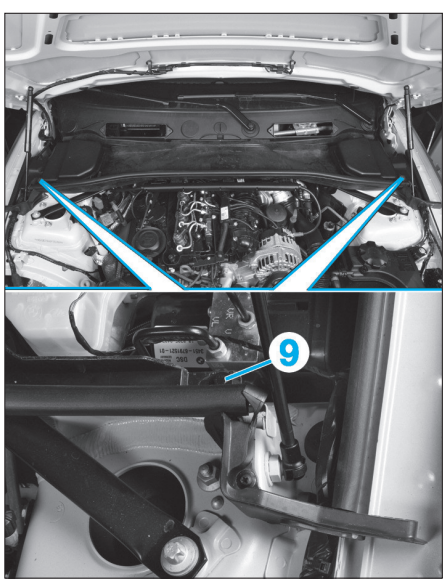

Fig. 93
• Déposer les vis (9) **(Fig.93)**.